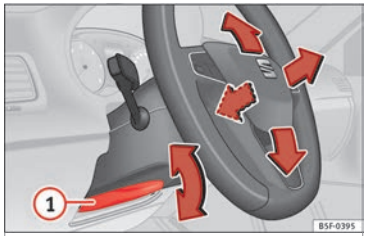

Rys. 18 Dźwignia po lewej stronie kolumny kierownicy u dołu.
• Regulacja kolumny kierownicy: Pociągnąć dźwignię ››› **rys. 18** (1) ruchem w dół, ustawić kierownicę w odpowiednim położeniu i podnieść dźwignię z powrotem do momentu jej zatrzaśnięcia.